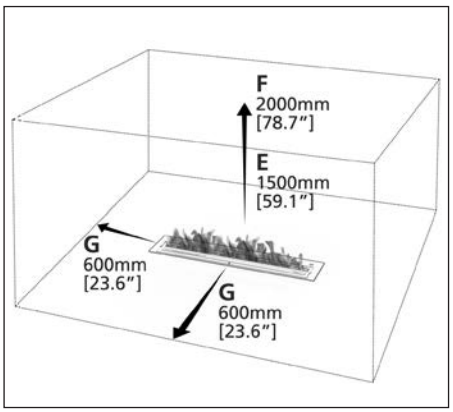

Fig. 4
B. POSIZIONE DEL BRUCIATORE SENZA LA FIREBOX *(Fig.4)*